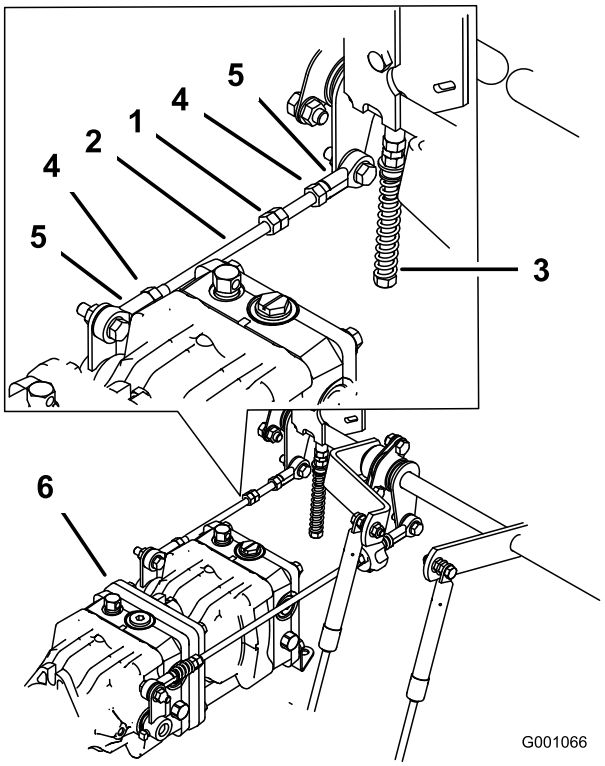

Figuur 77
1. Draai de borgmoeren op de kogelverbinding op de bedieningsstang van de pomp los (Figuur 77).
3. U stelt de lengte van de pompstang af door de dubbele moeren op de stang in de juiste richting te draaien, totdat de het wiel stil staat of iets achteruit kruipt (Figuur 77).
6. Draai de borgmoeren op de kogelverbindingen vast (Figuur 77).